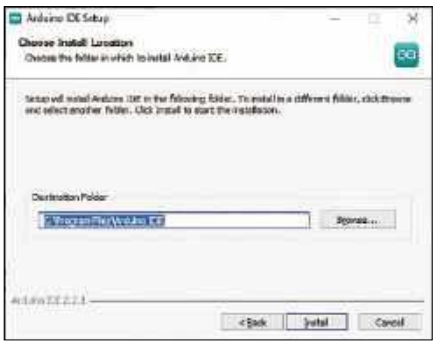

Rysunek 1.10. Wybór folderu docelowego instalacji.
3. Następnie uruchamiamy instalator lub rozpakowujemy pobrany plik (zależnie od wybranej wersji) i postępujemy zgodnie z wyświetlanymi instrukcjami. Możemy wybrać folder docelowy (**rysunek 1.10**) lub pozostawić ustawienie domyślne. Na koniec klikamy Install (zainstaluj), aby rozpocząć instalację.